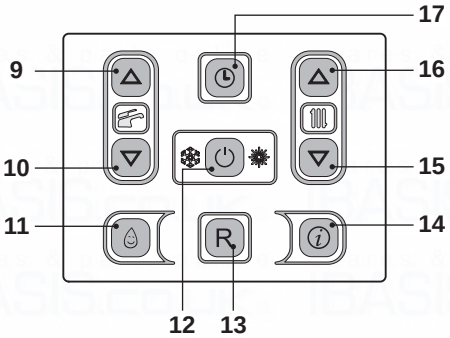
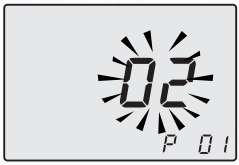
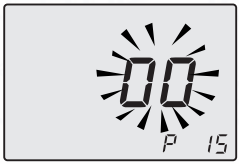

Fig. 7.20
Fig. 7.21
Fig. 7.22
keys 12 - 15 - 16 (Fig. 7.20) for 10 seconds at the same time until the letters **P01** are displayed on the LCD display, indicating that "parameter 01, has been activated (Fig. 7.21).
- Scroll the various parameters using keys 15 or 16 until the letters **P15** are displayed on the LCD display, indicating that "parameter 15" (Fig. 7.22) has been activated.
- By pressing key 12 (Fig. 7.20) confirmation of the inserted value is obtained.
- Press keys 15 or 16 (Fig. 7.20) to exit without changing the value Fig. 7.22)
However, if the ambient temperature is not comfortable, the flow temperature of the heating plant can be increased or reduced by ± 15°C by acting on keys 15 (reduce) and 16 (increase) (Fig. 7.20).